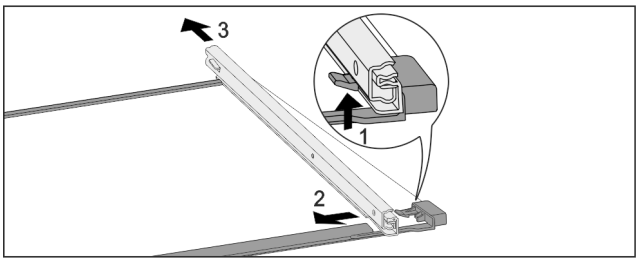

*Fig. 233 Placa de sticlă cu șine*
- ▶ Apăsați în sus cârligul de blocare frontal. *Fig. 233 (1)*
- ▶ Îndepărtați șinele de extragere prin împingere în lateral *Fig. 233 (2)* și spre spate *Fig. 233 (3)*.